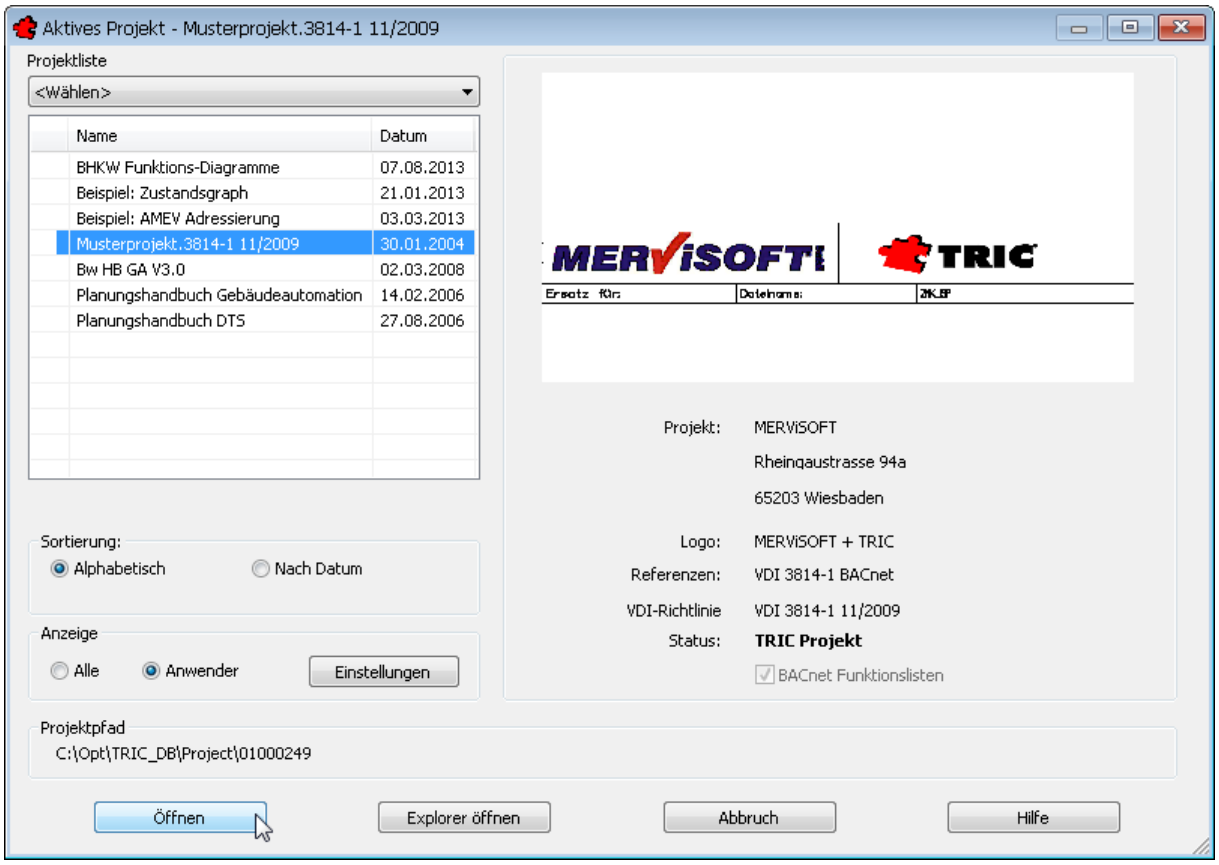

Bild 16.2 – Das Dialogfeld *Projektverwaltung*
- Andere Möglichkeiten bestehen in einem Klick auf die Schaltfläche *Projektverwaltung* des Werkzeugkastens *TRIC_Standard* oder, indem Sie im Menü *Datei, Projektverwaltung* aufrufen. Nach einer Anfrage, ob Sie das aktuelle Projekt speichern wollen, erscheint die Projektverwaltung (Abb. 16.2).